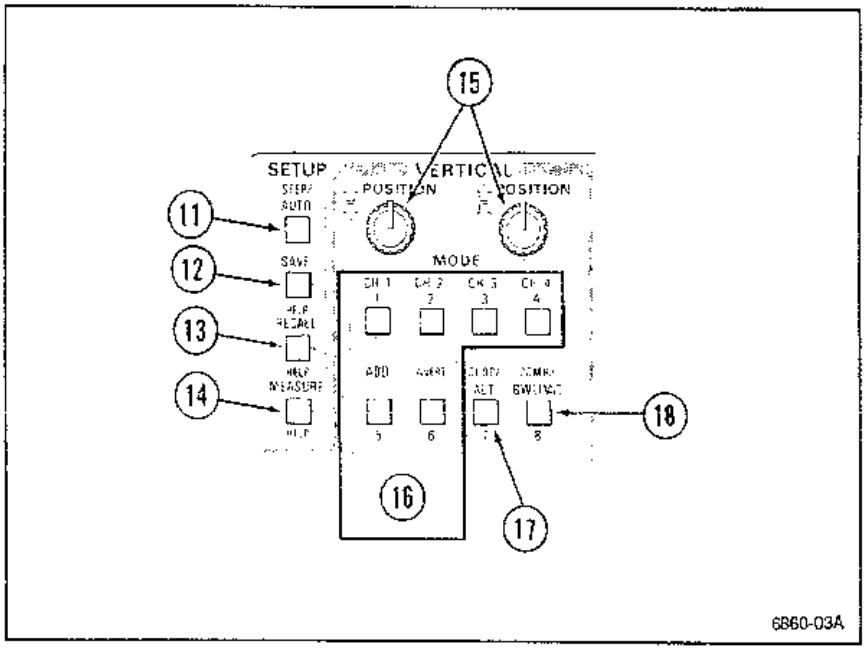

Figure 5-2. SETUP and MODE buttons, and CH 1 and CH 2 POSITION controls.
Refer to Figure 5-2 for the location of items 11 through 18.
(11) STEP/AUTO Button